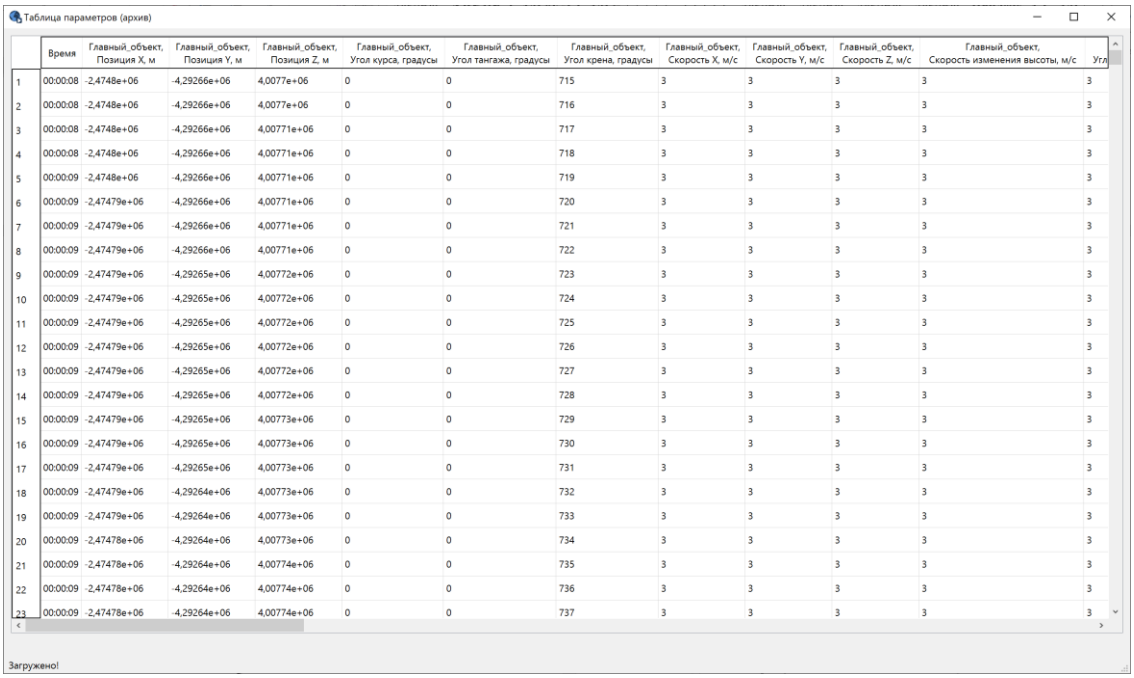

Рисунок 58 – Окно «Таблица параметров (архив)», загрузка завершена
2) «Загружено!» – индикатор, появляющийся при полной загрузке и отображении значений выбранных параметров (рисунок 58).